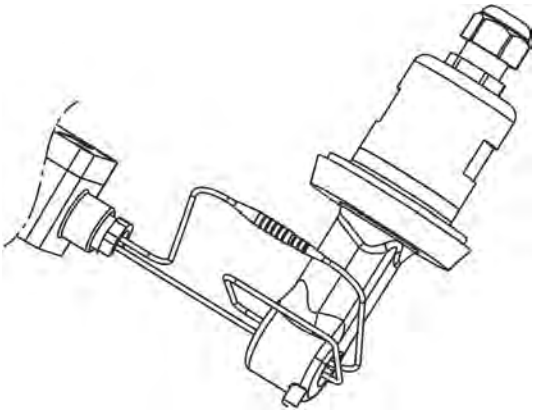

Fig. 77: Connexion des extrémités des fils
8. Connectez les extrémités des fils de la boucle conductrice de l'adaptateur d'étalonnage. (Voir Fig. 77 .)